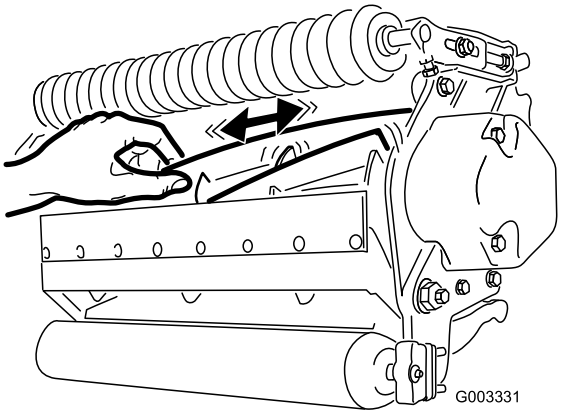

**Figuur 26**
2. Houd met een doek of dik gevoerde handschoen het mesblad vast en probeer de messen zijdelings te bewegen (Figuur 26).